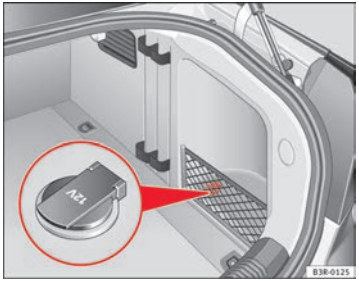

Fig. 127 Detailed view of the side trim in the luggage compartment: 12-volt socket
– Lift the power point cover ⇒ fig. 127.